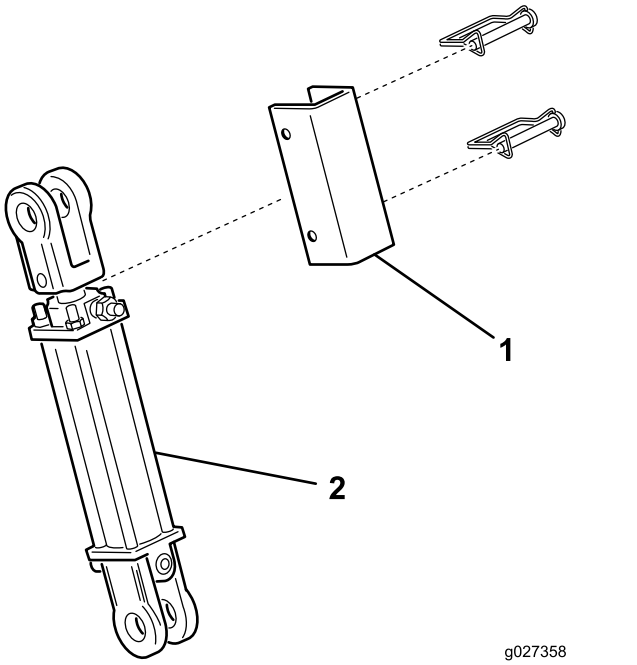

Figur 8
- Kontrollera att däcket är upphöjt och att svänghjulen inte kan vidröra marken under transport. Kontrollera även att cylinderns låsstag (Figur 8) sitter på plats för att förhindra att lyftcylindern trycks ihop under transport.